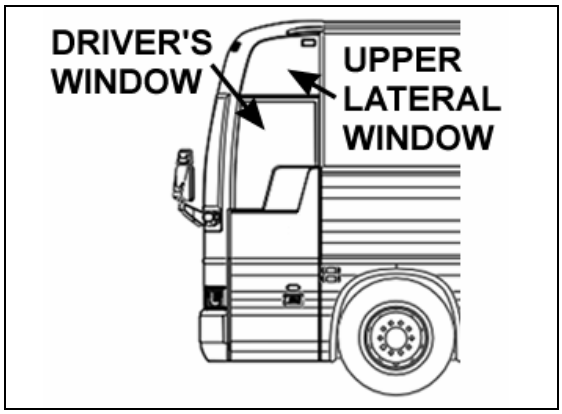

FIGURE 15: DRIVER'S OR UPPER LATERAL WINDOW
- Refer to figure 15 and apply a double-face self adhesive tape 1/16 by ½ inch.